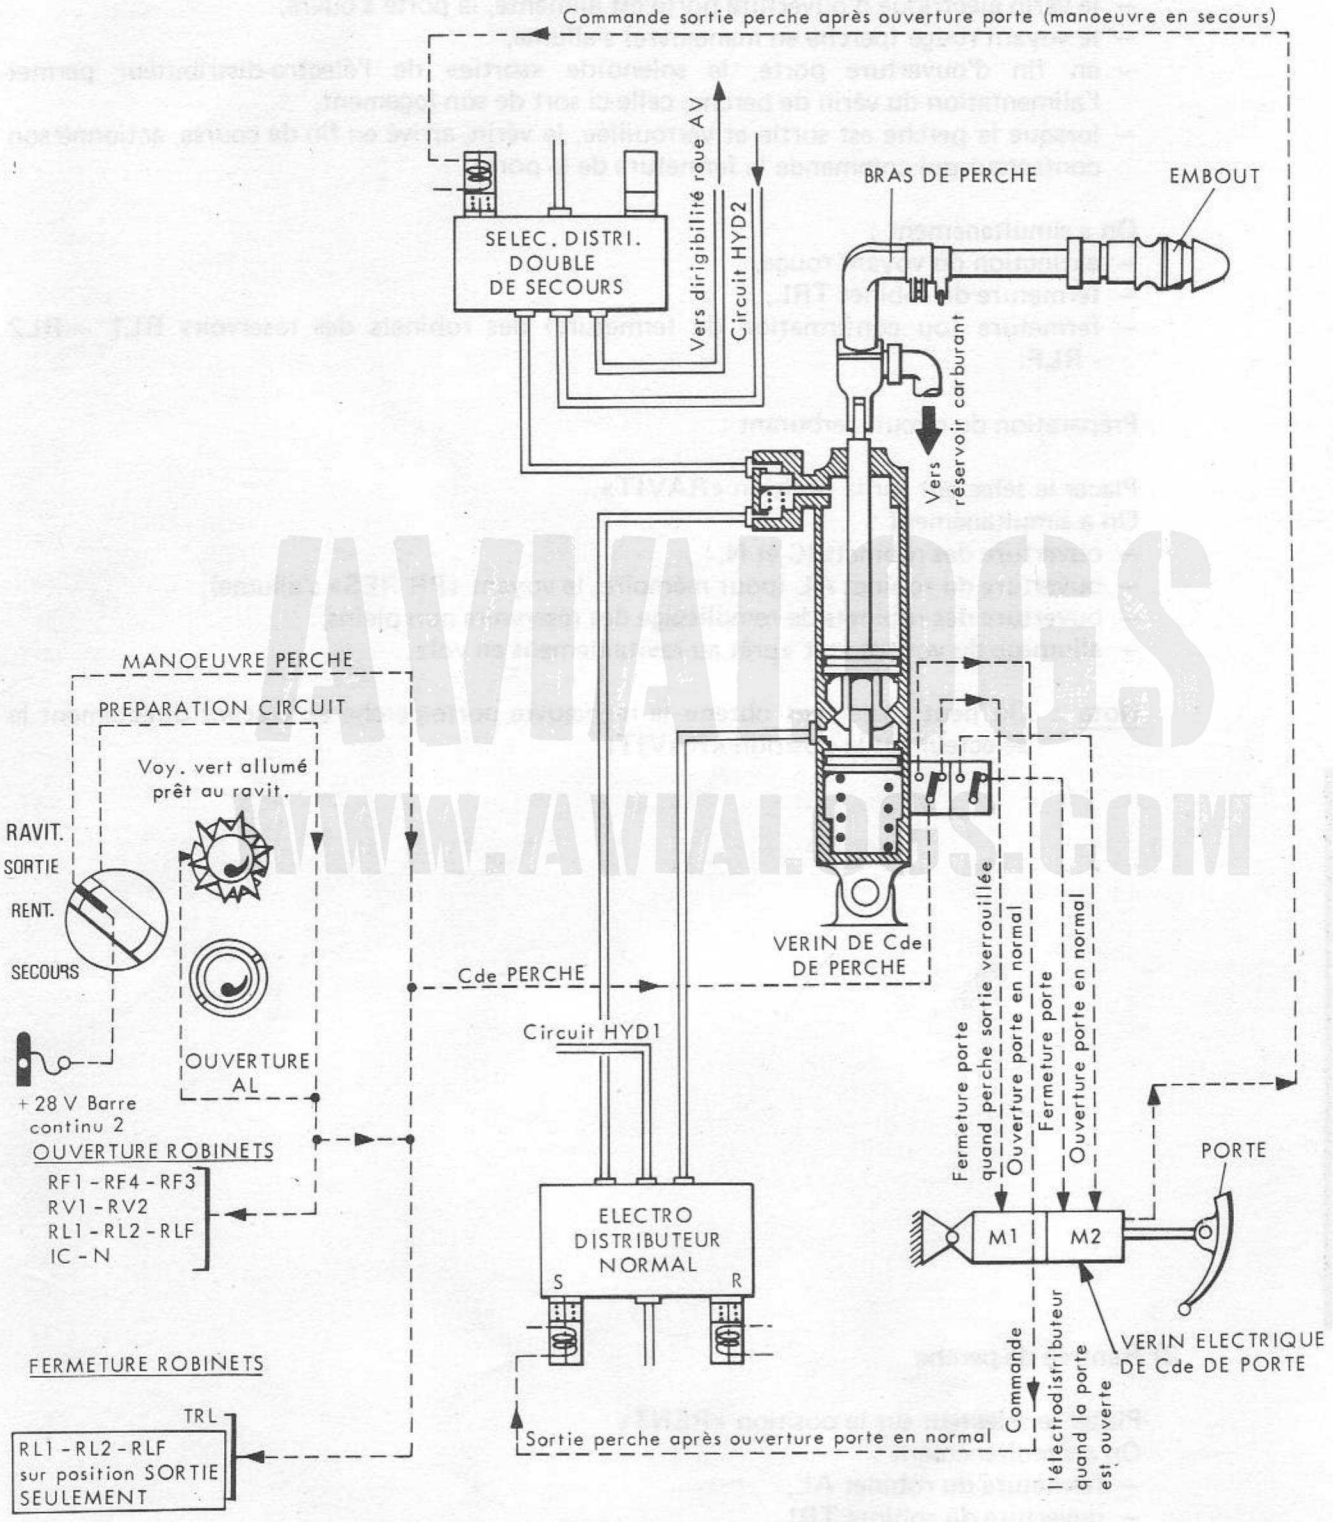

FIGURE 14 - PERCHE DE RAVITAILLEMENT EN VOL SORTIE ET VERROUILLEE
7.6.3.1 - Fonctionnement normal (Fig. 14 et 15)